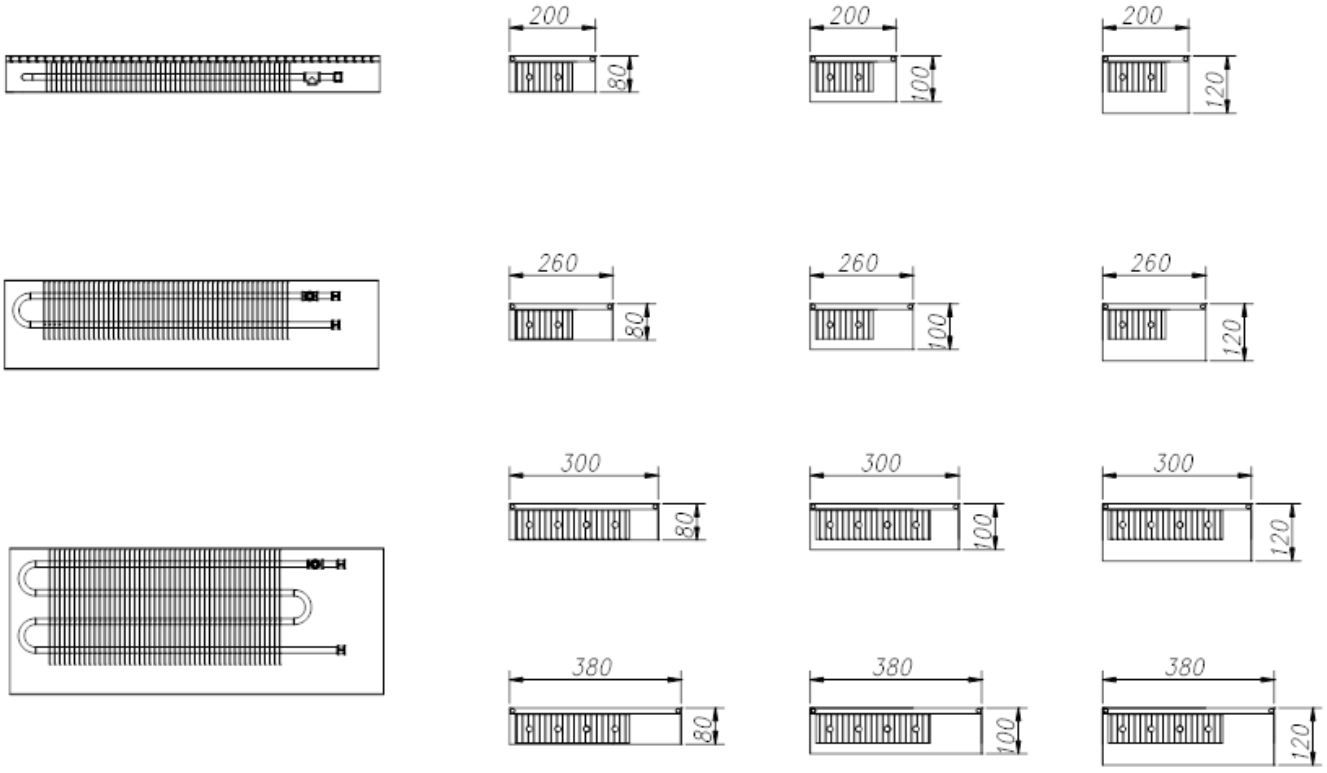

*Рис.1 Конвекторы **«Уют»** (естественная конвекция).*
3. Конвекторы серии «Уют» выпускаются в модификации с естественной конвекцией (см. рис. 1). Конвекторы серии «Уют» монтируются в конструкцию пола, оставляя на видимой поверхности лишь декоративную решетку, находящуюся в одной плоскости с полом. Ряд длин конвекторов серии «Уют» - от 0,8 м. до 5 м. Технические параметры напольных конвекторов серии «Уют» приведены на рис.1 и в табл. 2÷5.